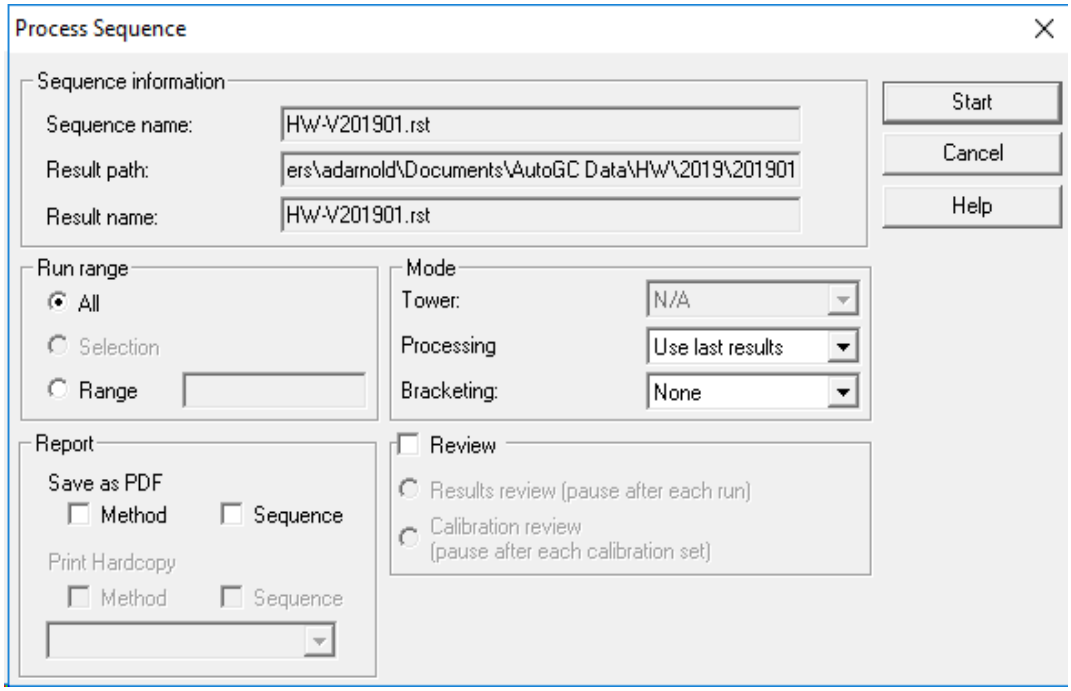

Figure 6. Process Sequence Dialog Box
- After creating and saving the sequence, it will need to be processed as shown in **Figure 6**: